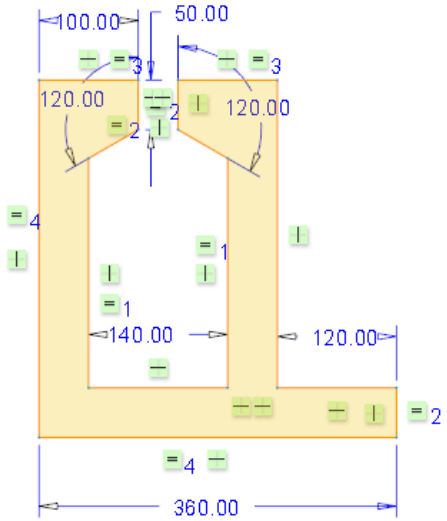

Figure 2-34 *Complete sketch with dimensions and constraints*
4. When all dimensions are modified, choose the **Done** button from the **Modify Dimensions** dialog box; the message **Dimension modifications successfully completed** is displayed in the message area. The completed sketch is shown in Figure 2-34.